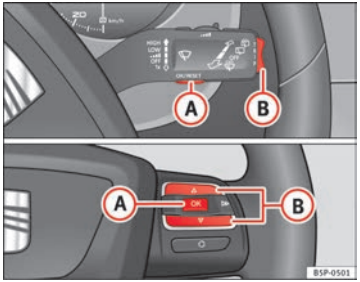

**Fig. 41 Rocker buttons A and B. Steering wheel controls.**
– When the ignition is on, briefly press button ⇒ Fig. 41 (A) on the windscreen wiper lever to change from one memory to another or press button (A) on the steering wheel controls ⇒ Fig. 41.